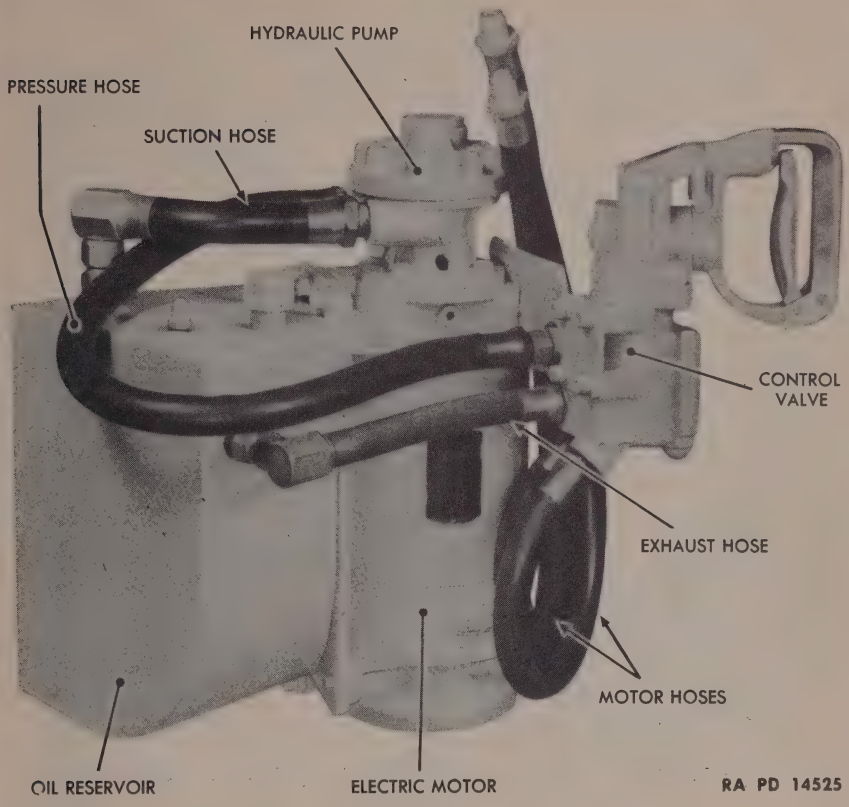

Figure 178—Lower Assembly Removed from Tank—Hydraulic Turret Traversing Mechanism
(1) REMOVE MOTOR HOSES (fig. 178).
(2) REMOVE EXHAUST HOSE (fig. 178).
(3) DISCONNECT PRESSURE HOSE (fig. 178).
(2) CONNECT PRESSURE HOSE (fig. 178).
(3) INSTALL EXHAUST HOSE (fig. 178).
(4) CONNECT MOTOR HOSES (fig. 178).
(2) INSTALL SUCTION HOSE (fig. 178).
Using 1¼-inch open-end wrench, install pressure hose in left port of pump. Install other end of pressure hose on fitting in control valve. Pressure hose crosses under suction hose when correctly installed (fig. 178).